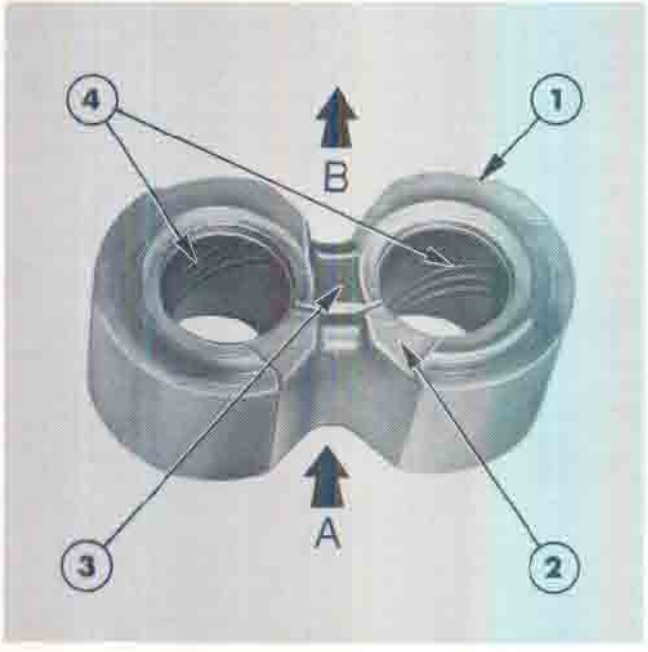

Figure 7
2. Examine each bearing for wear on the face and in the bore. Pay particular attention to the condition of the lubricating scrolls and the seal bridge, Figure 7. At the stage of major overhaul, bearings should be renewed but light score marking may be removed by polishing as follows:
Assemble the bearings with the Y-shaped recesses adjacent to the gear faces and the relieved radii facing the outlet side of the body, see Figures 7 and 11.